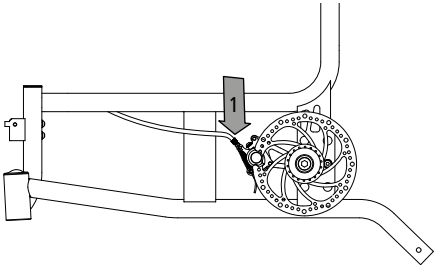

fig. 31
1. Pour obtenir un freinage équilibré, il est nécessaire d'ajuster la force de freinage sur chacune des vis de réglage (cylindre de frein gauche/droit) (1, fig. 31).